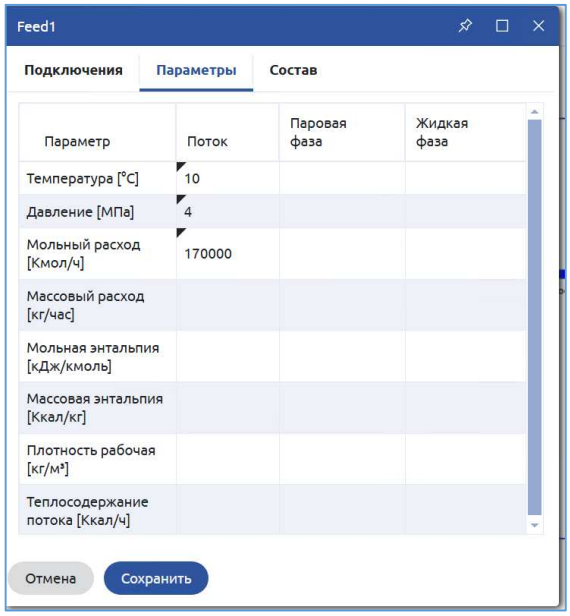

Рисунок 36. Поток Feed1. Параметры
1. Выбираем входной поток Feed1, двойным щелчком мыши открываем окно свойств потока, переходим на вкладку «Параметры» и вводим значения температуры, давления и мольного расхода (Рисунок 36).